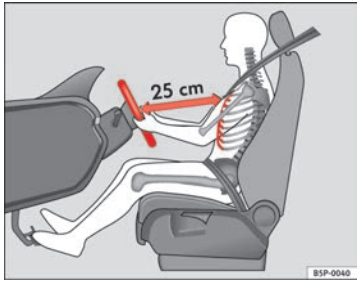

Fig. 1 The proper distance between driver and steering wheel
- Adjust the steering wheel so that there is a distance of at least 25 cm between the steering wheel and the centre of your chest ⇒ fig. 1.
- **Adjust the driver seat so that there is at least 25 cm distance between the centre of the chest and the centre of the steering wheel ⇒ page 10, fig. 1. If you are sitting closer than 25 cm, the airbag system cannot protect you properly.**